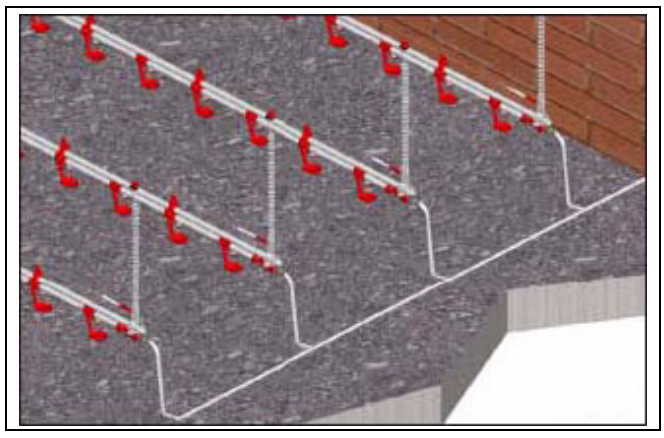

Рисунок 7K
8. Подсоедините сливной шланг как показано на *Рисунок 7K*.